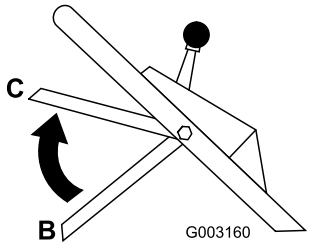

Рисунок 20
3. Поднимите штангу управления ножом вверх в среднее положение, на расстояние приблизительно на 12,7 см ниже поперечны рукоятки (положение C на Рисунок 20).
4. Отпустите штангу управления ножом (положение B на Рисунок 20).